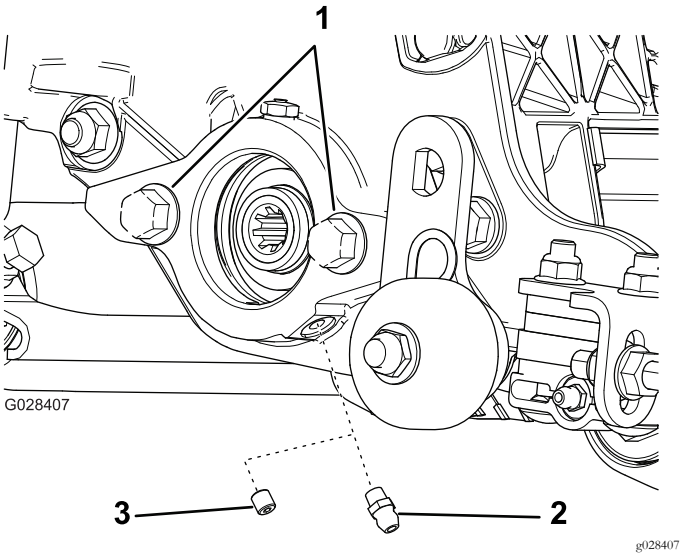

Figur 6
1. Fjern og kast settskruen på spolemotorens sideplate (Figur 6).
2. Monter den rette smørenippelen (Figur 6).
4. Hvis det ikke finnes bolter på spolemotorens sideplate, må de installeres (Figur 6).